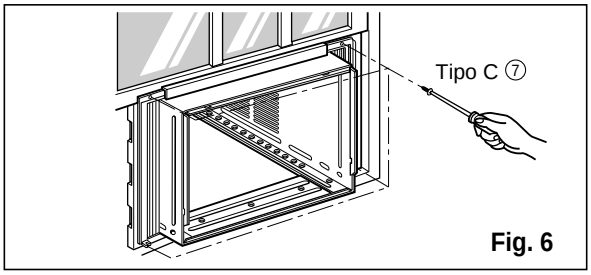

Fig. 6
9. Adjunte cada panel guía a cada lado de la ventana usando tornillos ⑦ (Tipo C). (Ver Fig. 6)